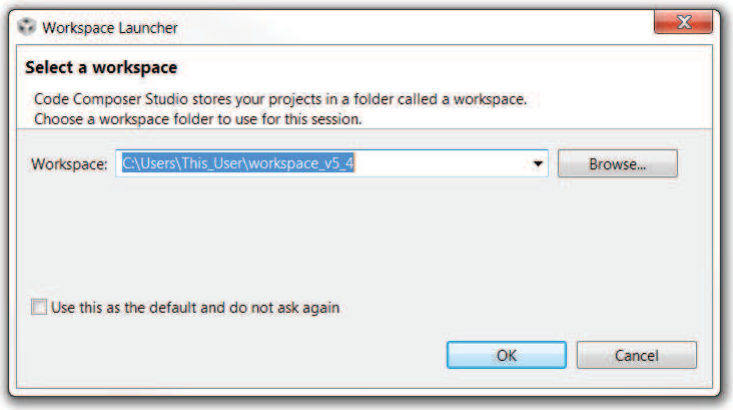

Figure 22. Workspace Launcher
Step 2. Select the location and name of the workspace. The location and naming convention can be changed based on the user's preference (see Figure 22).